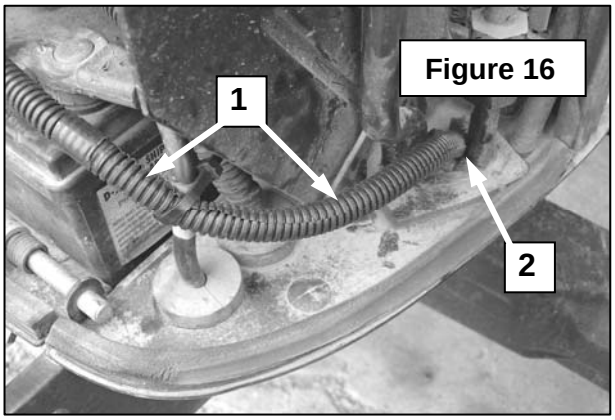
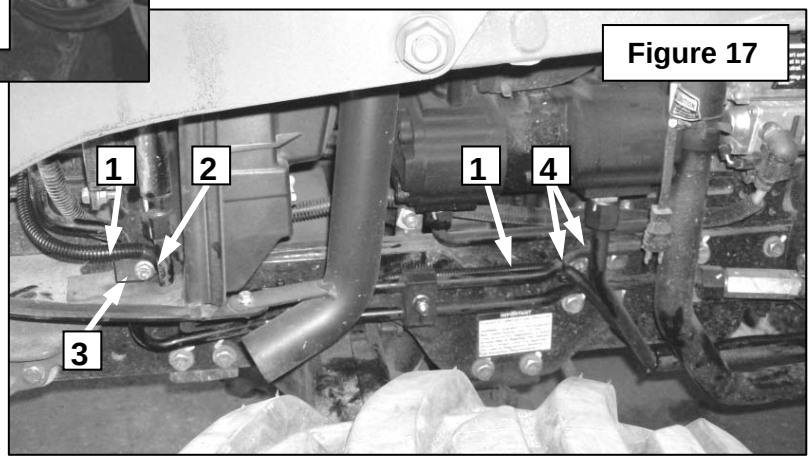

Figure 16
Figure 17
2. **Figure 16:** Insert the wiring harness (item 1) in the rubber boot (item 2). On certain tractor models, it may be necessary to remove the hose tie (fig.17, item 3) to run the harness. Reinstall the tie once the harness is installed.
3. **Figure 17:** Run the wiring harness (item 1) along the front of the tractor frame and attach to the tractor wiring and/or hose (item 4) with tie wraps (item 2-3).